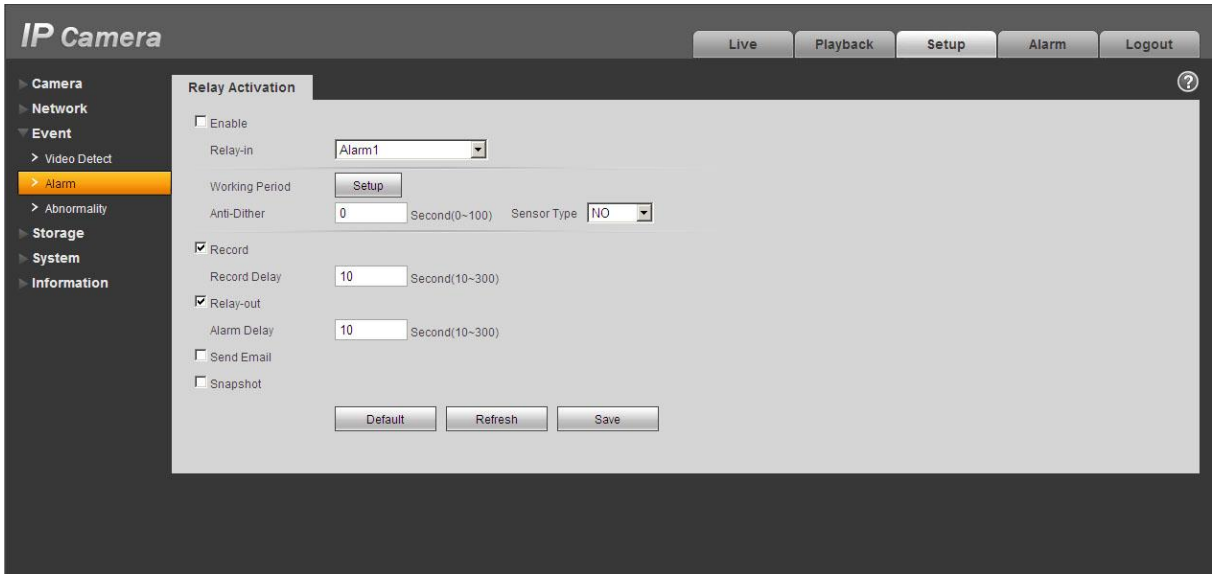

Figure 2-5 Alarm
The alarm interface is shown as in Figure 2-5. Please follow the steps listed below for local alarm input and output connection.
3) Open the Web, go to the Figure 2-5. Please set the alarm input 01 port for the first channel of the I/O cable (red). The alarm input 02 is for the 2nd channel of I/O cable (orange). Then you can select the corresponding type (NO/NC.)